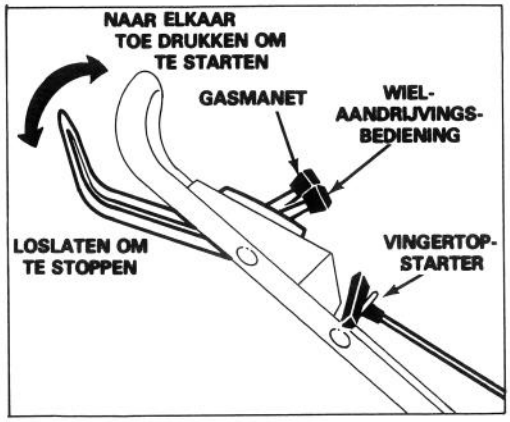

Afbeelding 7
1. BEDIENINGSAPPARATUUR (Afb. 7) — Het gasmanet voor de wielaandrijving, bedieningsstang voor het mes en vingertop-starter bevinden zich op de bovenste handle.
2. STARTEN (Afb. 7) — Druk de draad op de bougie. Zet de wielaandrijvingsbediening op ONTKOPPELD en het gasmanet op CHOKE. Leg de duim over het gat in het midden van de primer
3. ZELFAANDRIJVING (Afb. 7) — Zet de wielaandrijvingsbediening op GEKOPPELD. De voorwielen drijven nu de maaier aan. Druk bij het sturen en het maken van bochten de handle naar beneden zodat de voorwielen iets van het gras opgetild zijn. Zet de bediening op ONTKOPPELD om de voorwielaandrijving af te zetten.
4. STOPPEN (Afb. 7) — Laat de bedieningsstang los om de motor en mes af te zetten. Trek de draad van de bougie indien de maaier onbewaakt wordt achtergelaten of niet wordt gebruikt.